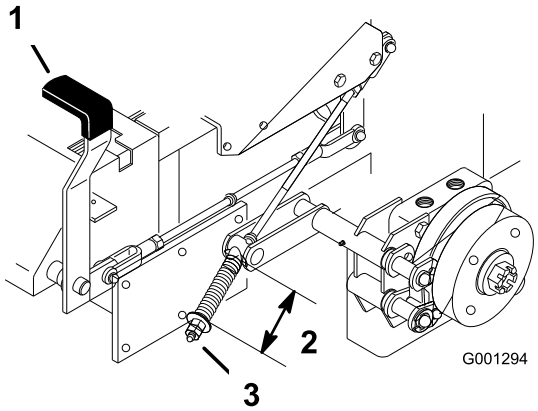

**Figuur 59**
2. Meet de lengte van de veer. De lengte tussen de ringen moet 64 mm zijn (Figuur 59).
3. Als de lengte moet worden afgesteld, draait u de contramoer onder de veer los en draait u de moer direct onder de gaffel aan (Figuur 59). Draai de moer totdat de lengte correct is. Draai de moer naar rechts om de veer korter te maken en naar links om de veer langer te maken.